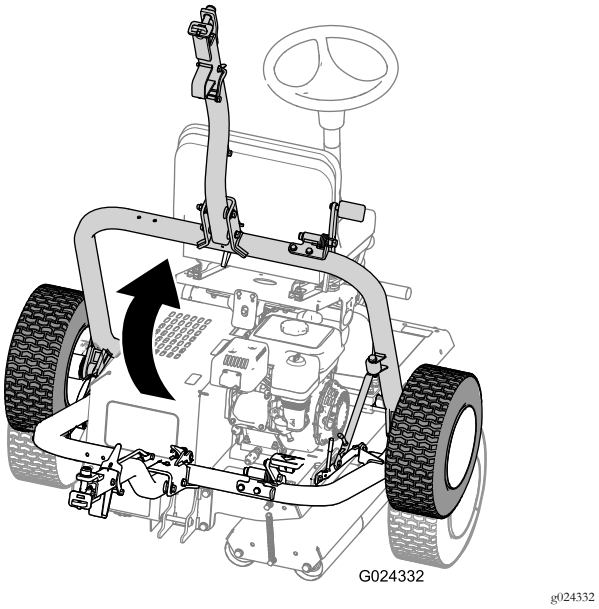

**Figur 29**
D. Lyft upp dragkroken (Figur 29) tills låsspaken låses fast i reglagets spärrläge (Figur 25).